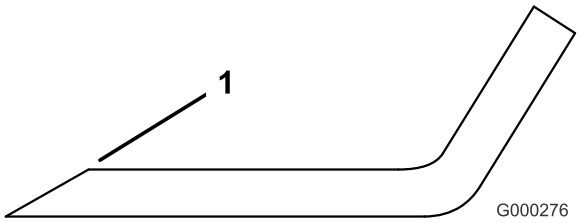

Figur 77
1. Anvend en fil til at slibe begge ender af skærekniven (Figur 77). Bevar den oprindelige vinkel. Skærekniven bevarer balancen, hvis der fjernes den samme mængde materiale på begge skærekanter.